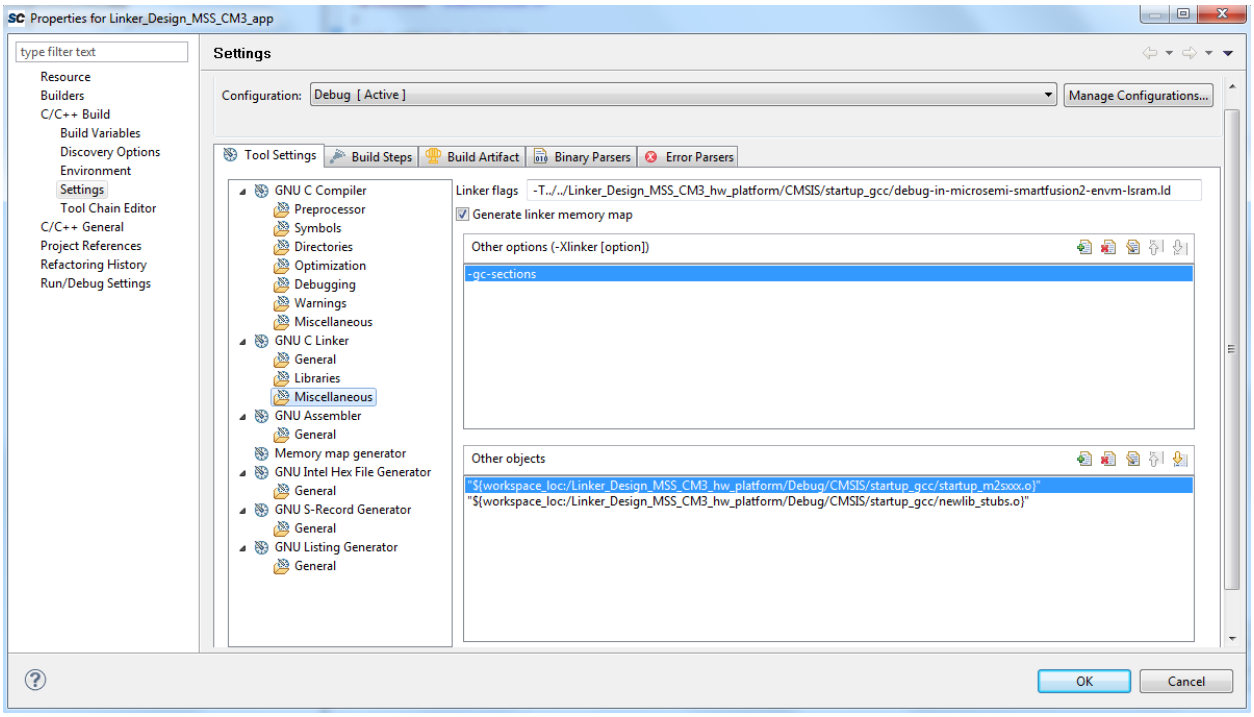

Figure 19 **• Selecting Linker Script eNVM-LSRAM for Implementation 3**
3. To run implementation 3, where the code is loaded into eNVM and the subroutine is loaded into LSRAM in fabric, the eNVM-LSRAM linker script needs to be selected as shown in Figure 19.